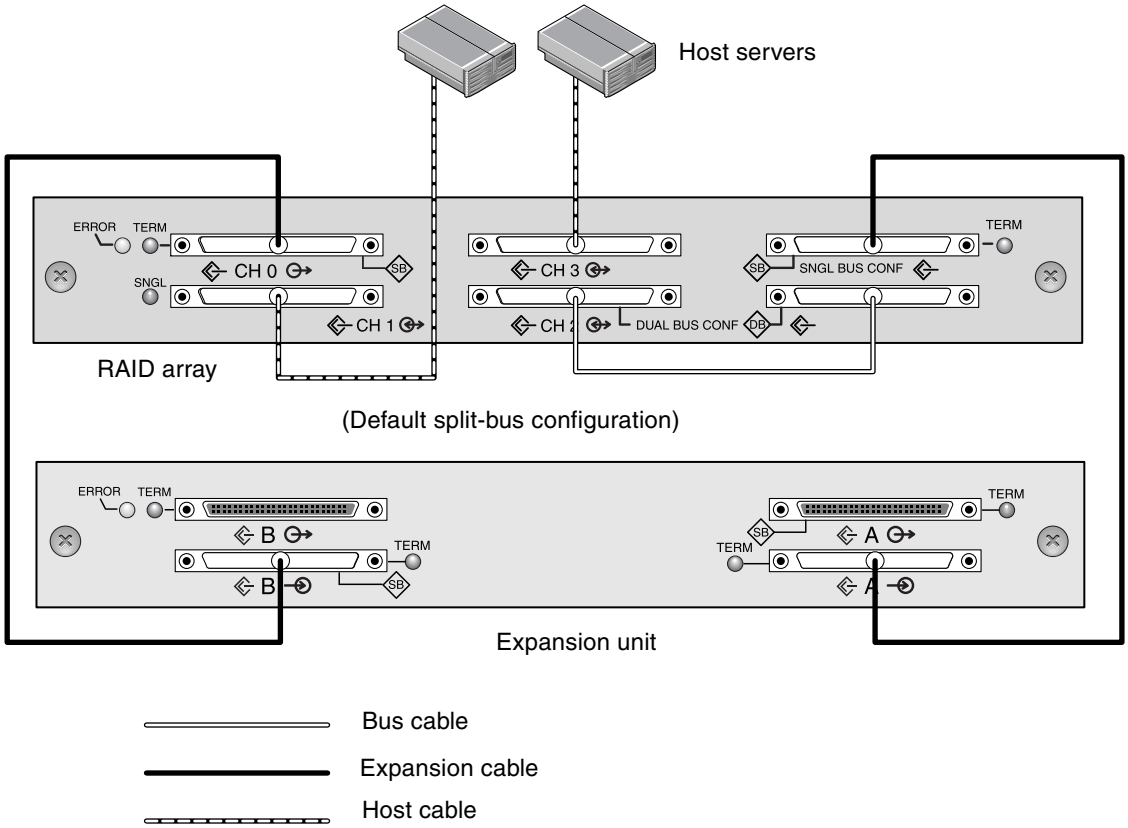

Figure 4-17 Split-Bus Configuration With One RAID Array and One Expansion Unit
In Figure 4-17, RAID channels 0 and 2 are expanded into the expansion unit, in a split-bus configuration set up on the RAID array and kept by default for the expansion unit.
3. Based on the configuration shown in Figure 4-17, the default drive IDs for a split-bus configuration are shown in the following figures.